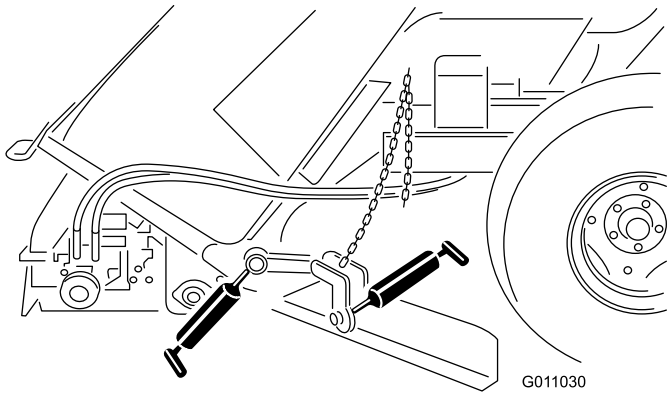

Figur 37
- Feste til gressoppsugingsblad (Figur 37).
- Nav til gressoppsugingsblad (Figur 37).